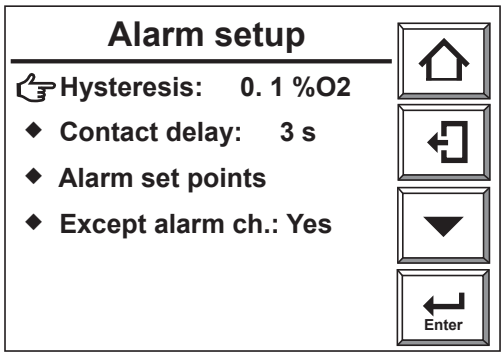

Figure 8.12 Alarm setting
2) Select [Commissioning] --> [Alarm setup] and the Alarm setup display (Figure 8.12) appears.